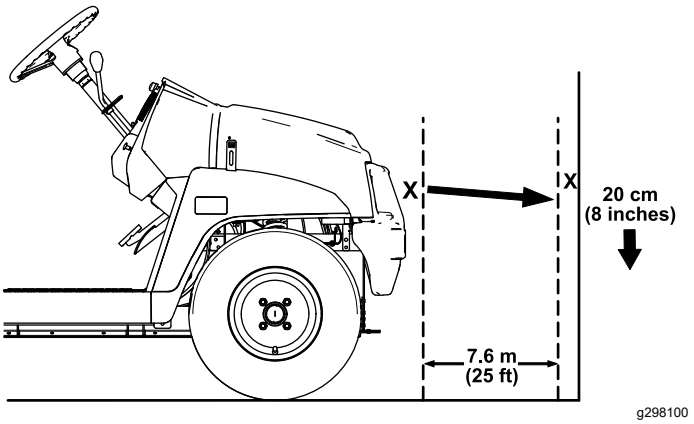

Figur 42
1. Parkera maskinen på ett plant underlag med strålkastarna ca 7,6 m från en vägg (Figur 42).
Den ljusstarkaste delen av ljuskäglan ska vara 20 cm nedanför markeringen du gjorde på väggen (Figur 42).